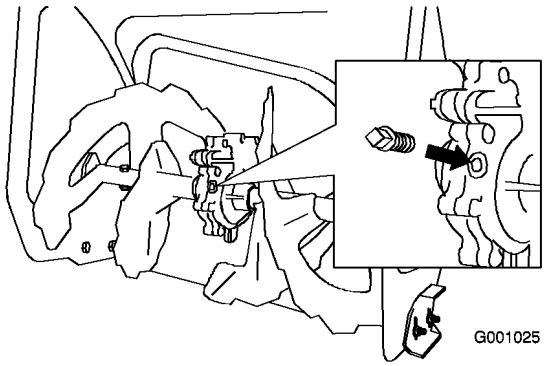

Figur 49
2. Rengjør området rundt rørpluggen (Figur 49).